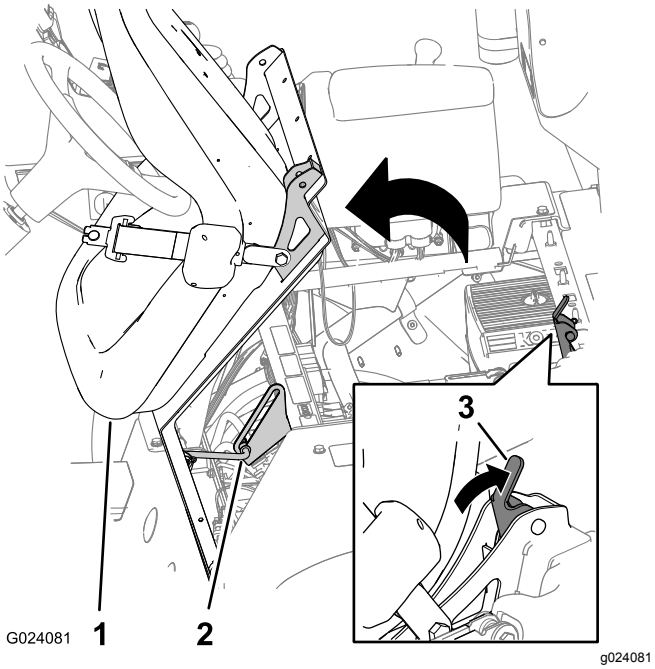

Figur 1
2. Lås opp setet ved å trykke håndtaket for setelås bakover (Figur 1).
3. Roter setet og seteplaten forover til enden av støttestangen på støttestangbraketten er plassert ved bunnen av sporet i braketten (Figur 1).